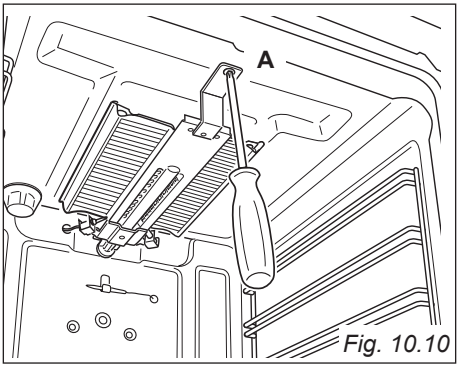

Fig. 10.10
- Unscrew and remove the burner securing screw “**A**” (fig. 10.10).
- Withdraw the burner as shown in figure 10.10. Take care not to damage the safety valve probe and the electric ignition electrode.